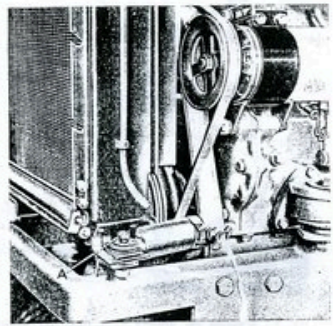

Fig. 7 - Distacco del motore dalla trattrice: viene scaricata l'acqua dal radiatore.
— scaricare l'acqua (fig. 7) e togliere il radiatore, rimuovendo i bulloni di fissaggio (A) e liberandolo dalle tubazioni di collegamento alla pompa acqua.